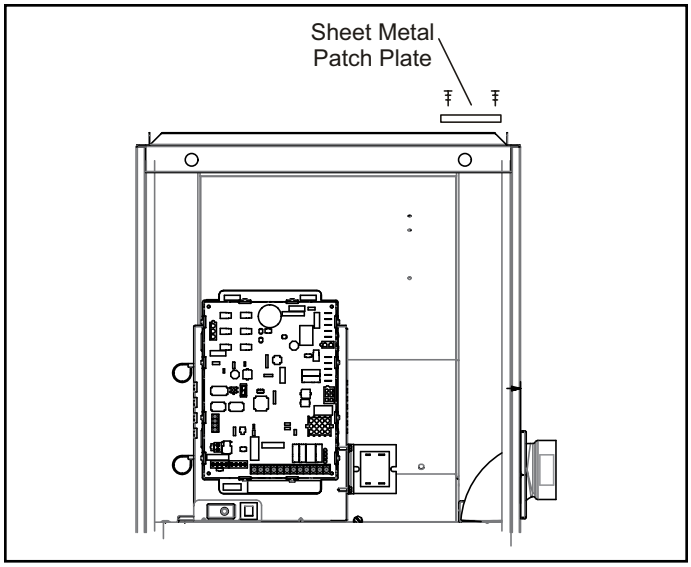

Figure 14. Install Patch Plate Over Top Cap
8. Re-use the patch plate to cover the hole in the top cap. See Figure 14. Remove the 2 screws that secure the top cap to the furnace on the right side and re-install, securing the right edge of the patch plate and the right side of the top cap to the furnace. Use 2 self-drilling sheet metal screws (provided) to finish securing the left edge of the patch plate on the left side.